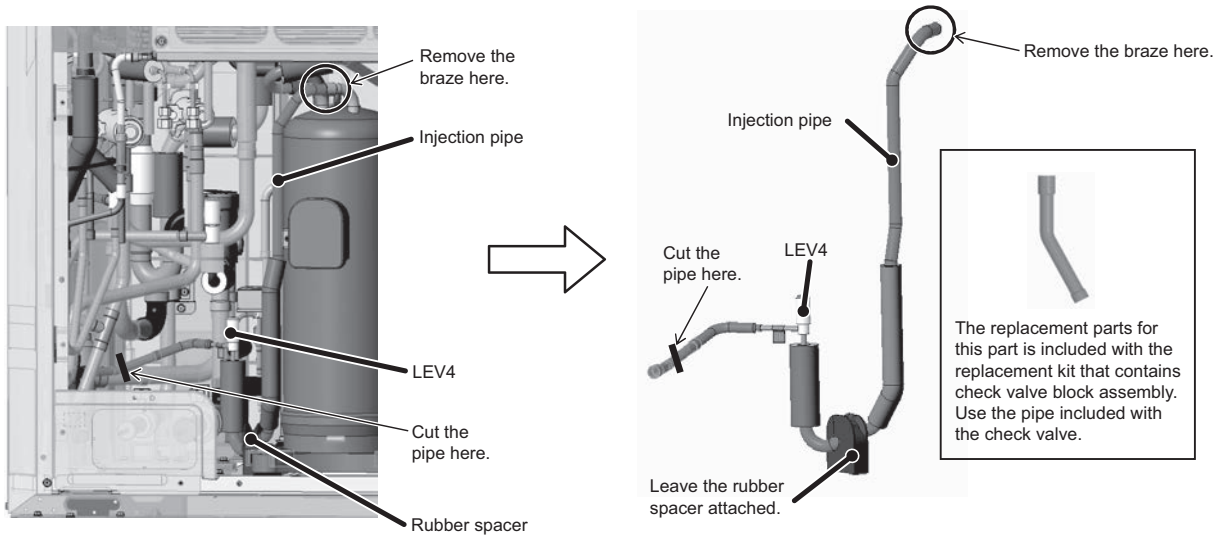

Figure 11
(11) Cut the pipe with a pipe cutter at the area shown in Figure 11. (EP72, 96, 120, and 144 only.)
Remove the braze at the area circled in Figure 11 to remove LEV4 assembly. (See Figure 11.)